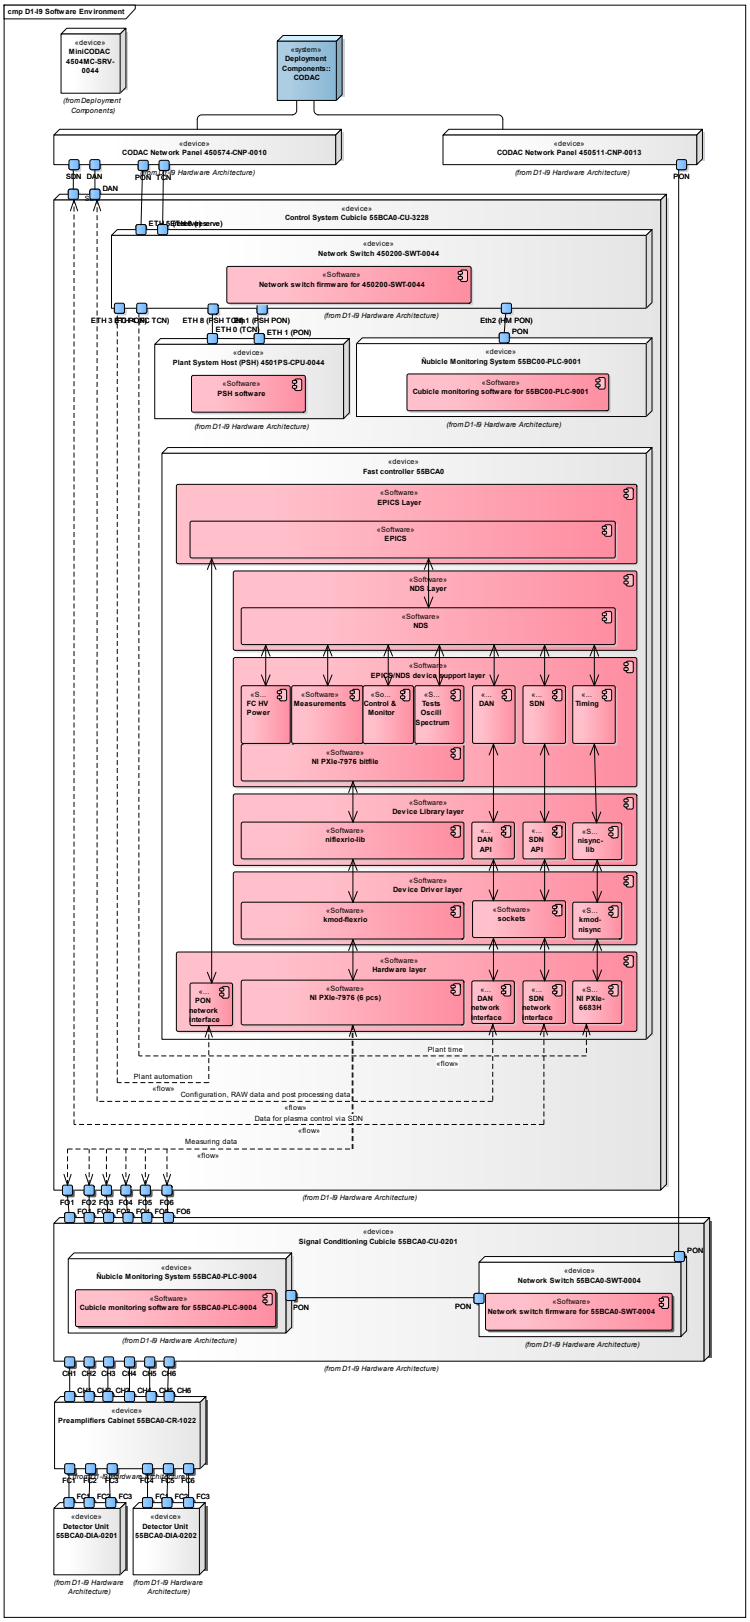
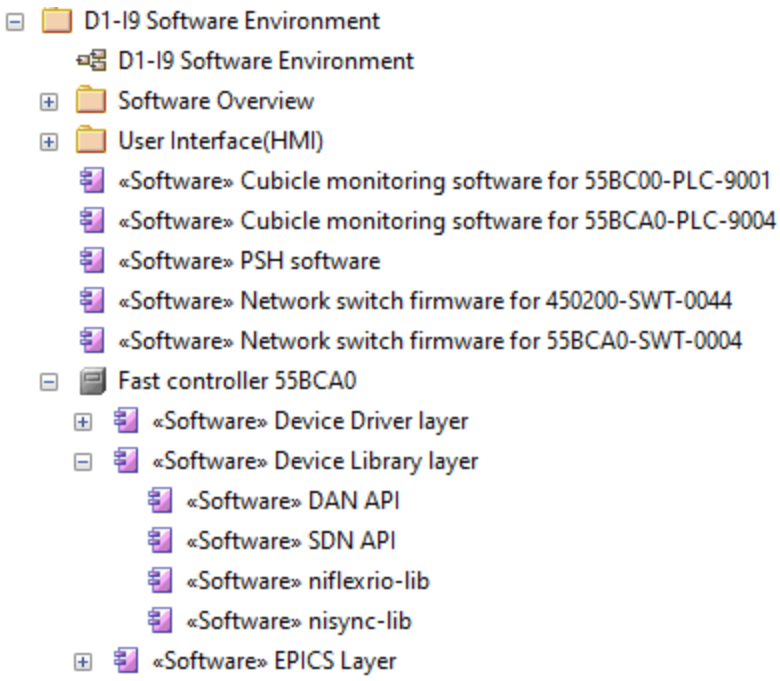

Figure 2-97: Software Environment Example 2
Figure 2-101: Software Modules in EA Example 2
4. Follow the above steps to add various software modules. The Figure 2-101 shows the software environment modules corresponding to Figure 2-97.